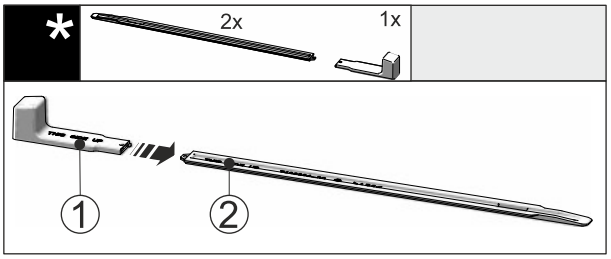

Fig. 54
▶ Attach the installation handle *Fig. 54 (1)* to the levelling rail *Fig. 54 (2)*.